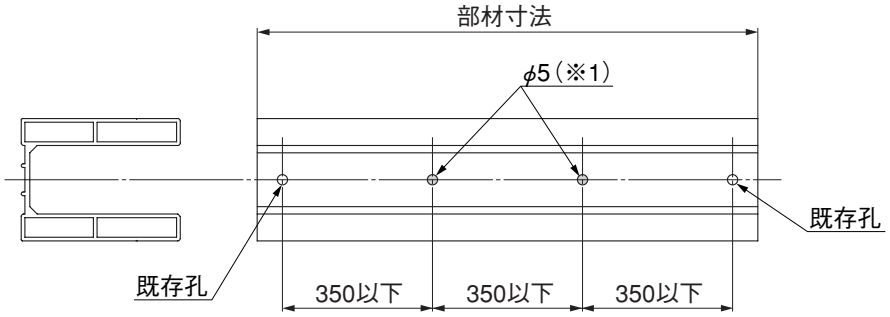

図3-1
- ネジ追加固定の必要判断条件は、ネジ固定間隔が350mm以下になることです。（図3-1参照）（※1）
❶ デッキ取付用孔の追加が必要な部材（表3-1参照）は、既存孔間にφ5の下孔をあけ、孔の最大間隔が350㎜以下になるようにしてください。（図3-1参照）
❷ 床板にφ2.5の下孔をあけてください。
❸ 下レールをデッキ面に5-①で固定してください。